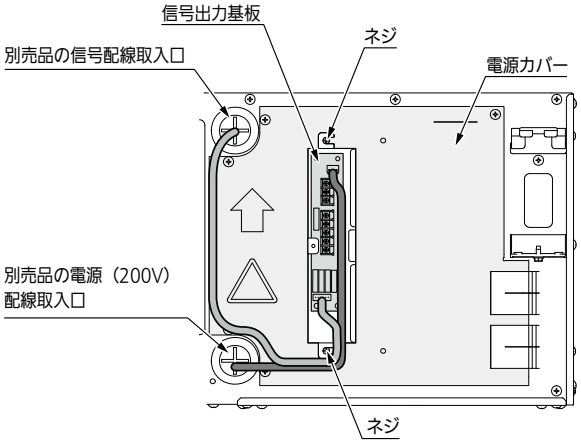

図19
- 信号出力基板は室内ユニットの電源カバーに別売品付属のネジで取り付けてください。（図 19）